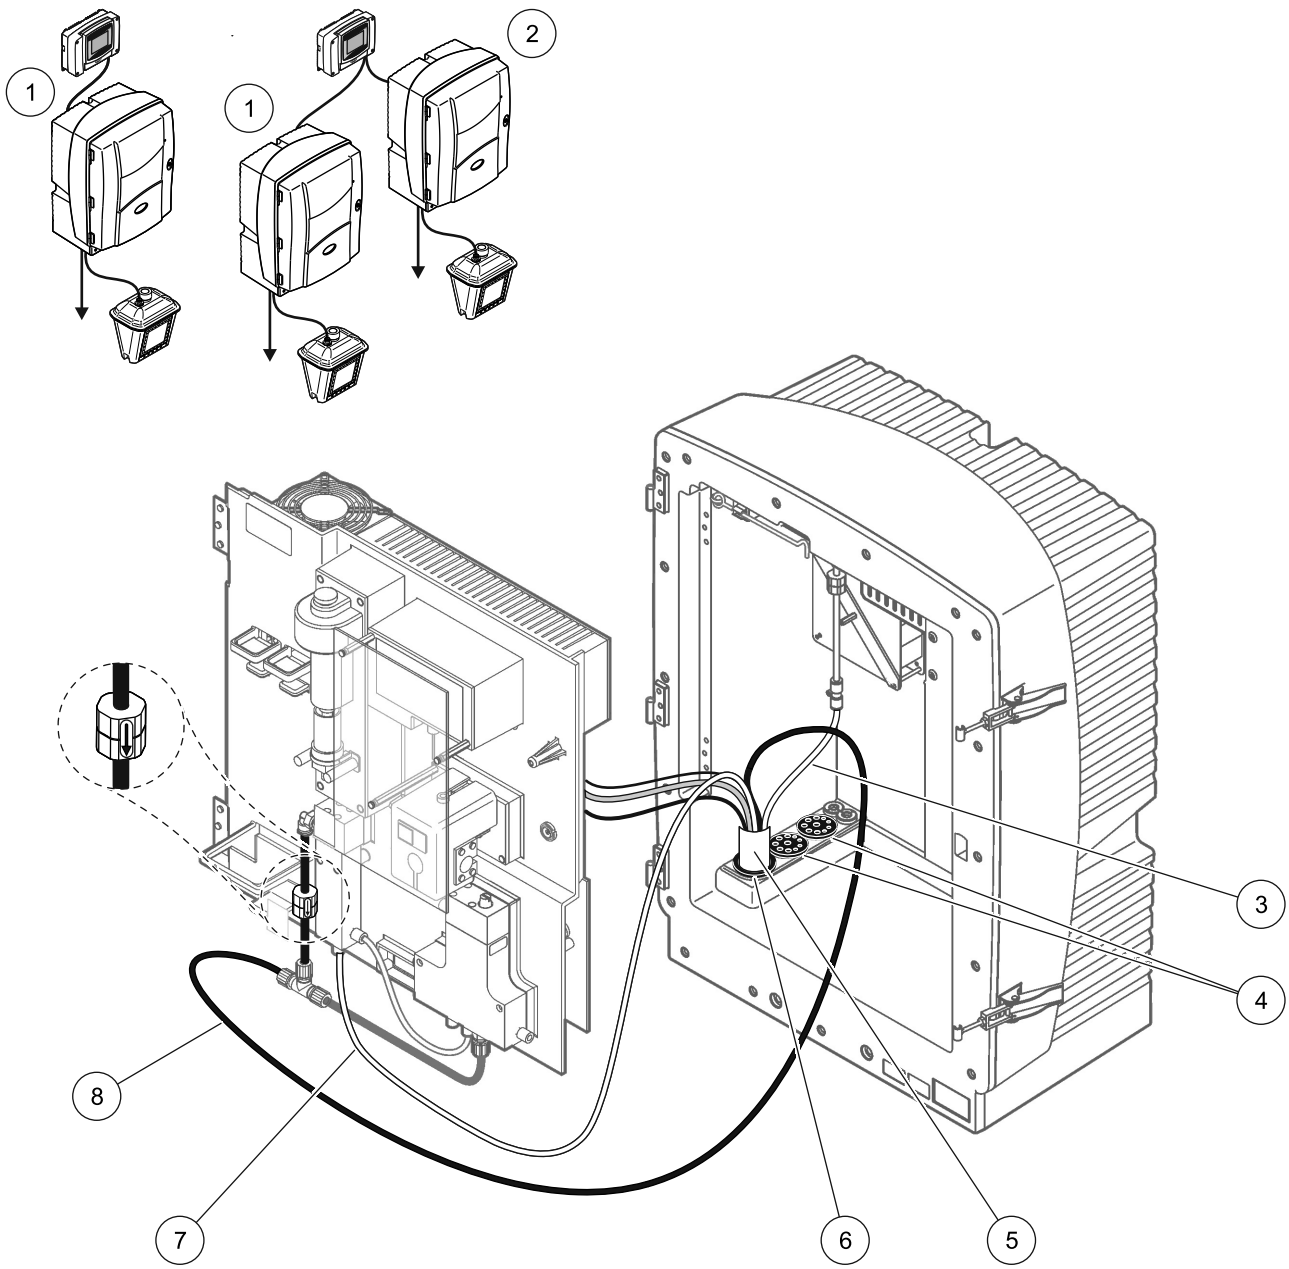

图 27 选项 1 设置
请参考图 27 以及选项 1 的以下说明：
2. 通过分析仪开口（图 27，项目 5）引出过滤器探头 sc 软管（取样管、电缆和排放管）。使用 2 号密封塞加固。